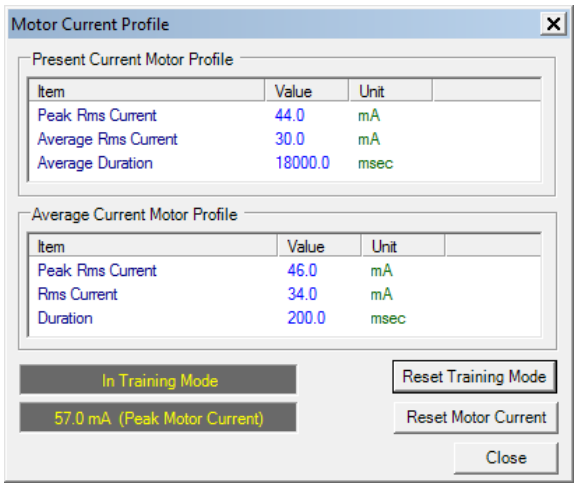

Figure 2-38 Motor Current Profile Dialog Screen
2. Select **Monitor/Motor Current Profile** from the TapTalk toolbar. TapTalk will display a "Motor Current Profile" dialog screen (Figure 2-38).
7. Select **OK**. TapTalk will return to the Motor Current Profile dialog screen (Figure 2-38).